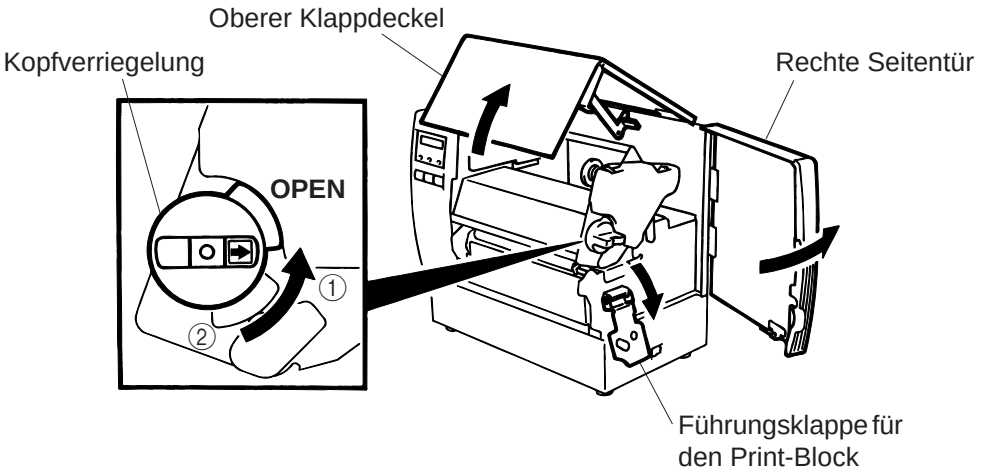

Abb. 7-1
9. Stellen Sie die Kopfverrieglung anhängig vom zu bedruckendem Material auf die entsprechende Position ein. (Siehe Abb. 7-1)
①: Etiketten oder dünnes Kartonmaterial
②: dickes Kartonmaterial